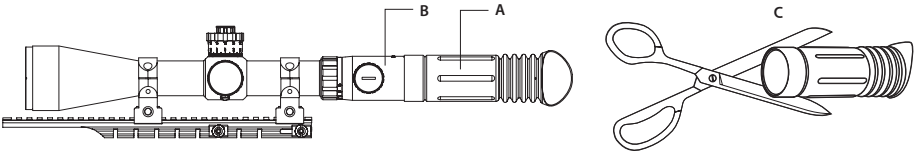

FIGURE 3-13. LIGHT SUPPRESSOR FOR A DAY SCOPE
The Light Suppressor (A, Figure 3-13) slides over the eyepiece of your daytime scope (B). The suppressor can be used with scopes that have 40-43mm eyepiece diameters and a 100-120mm distance for eye relief .